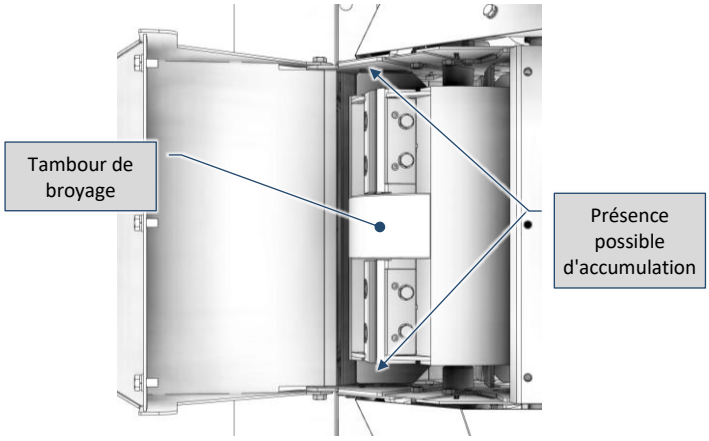
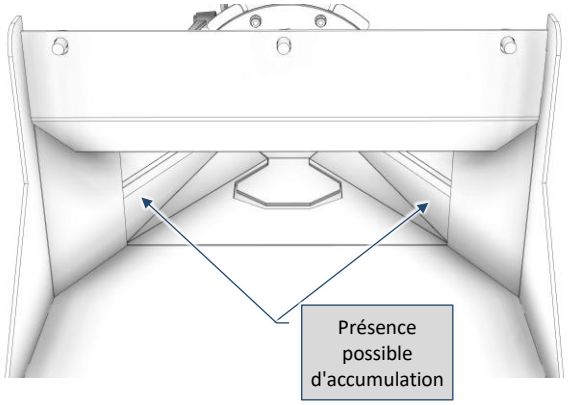

Fig. 9-38 – Vue détaillée de l'intérieur de l'unité de broyage
Fig. 9-39 – Vue détaillée de l'intérieur du convoyeur de déchargement
2) Enlevez les accumulations de matériau présentes sur les côtés du tambour de broyage (Fig. 9-38) et dans les deux sections latérales du convoyeur de déchargement (Fig.9-39), Si nécessaire, utilisez le manche du pousse-tronc ou un autre équipement similaire. N'utilisez pas d'outils métalliques (ils pourraient endommager la machine);